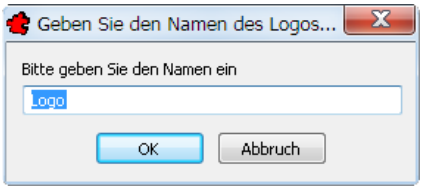

Bild 26.29 – Der Name für das Logo-Archiv
- Hierauf werden Sie nach einem *Namen* für das Logo gefragt. Belassen Sie ihn hier auf dem Default und bestätigen Sie (Abb. 26.29).